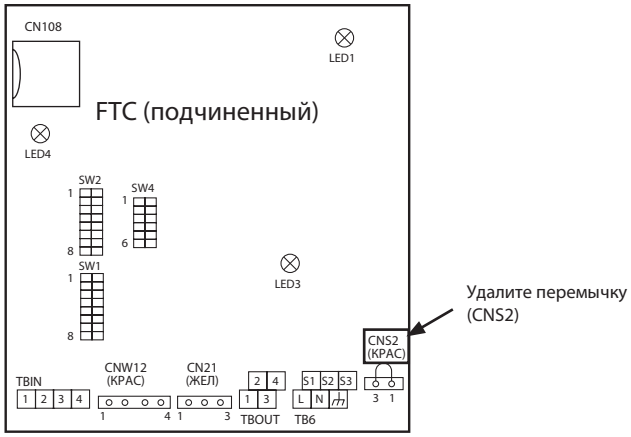

Рис. 9.3.5
- Удалите перемычку (SNS2) на FTC (подчиненный). (Смотрите Рис. 9.3.5)